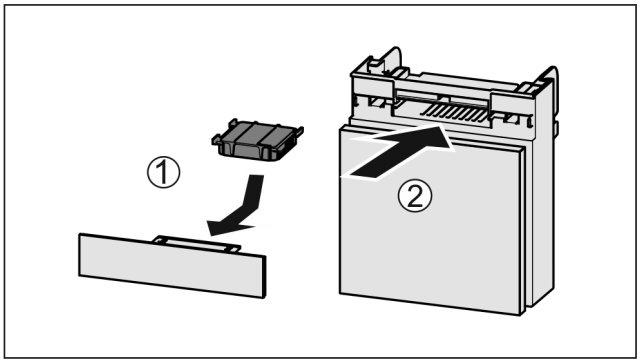

Fig. 188
▶ Aktivni ogleni filter vstavite *Fig. 188 (1)* skladno s prikazom na sliki.
▶ Predal potisnite noter *Fig. 188 (2)*.